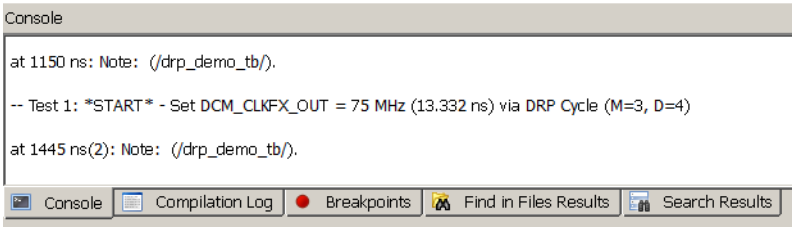

Figure 3-24: **Console Window**
1. In the Console panel, identify the simulation times when each test has started. For example, **Test 1** starts at about 1,150 ns, as shown in Figure 3-24.